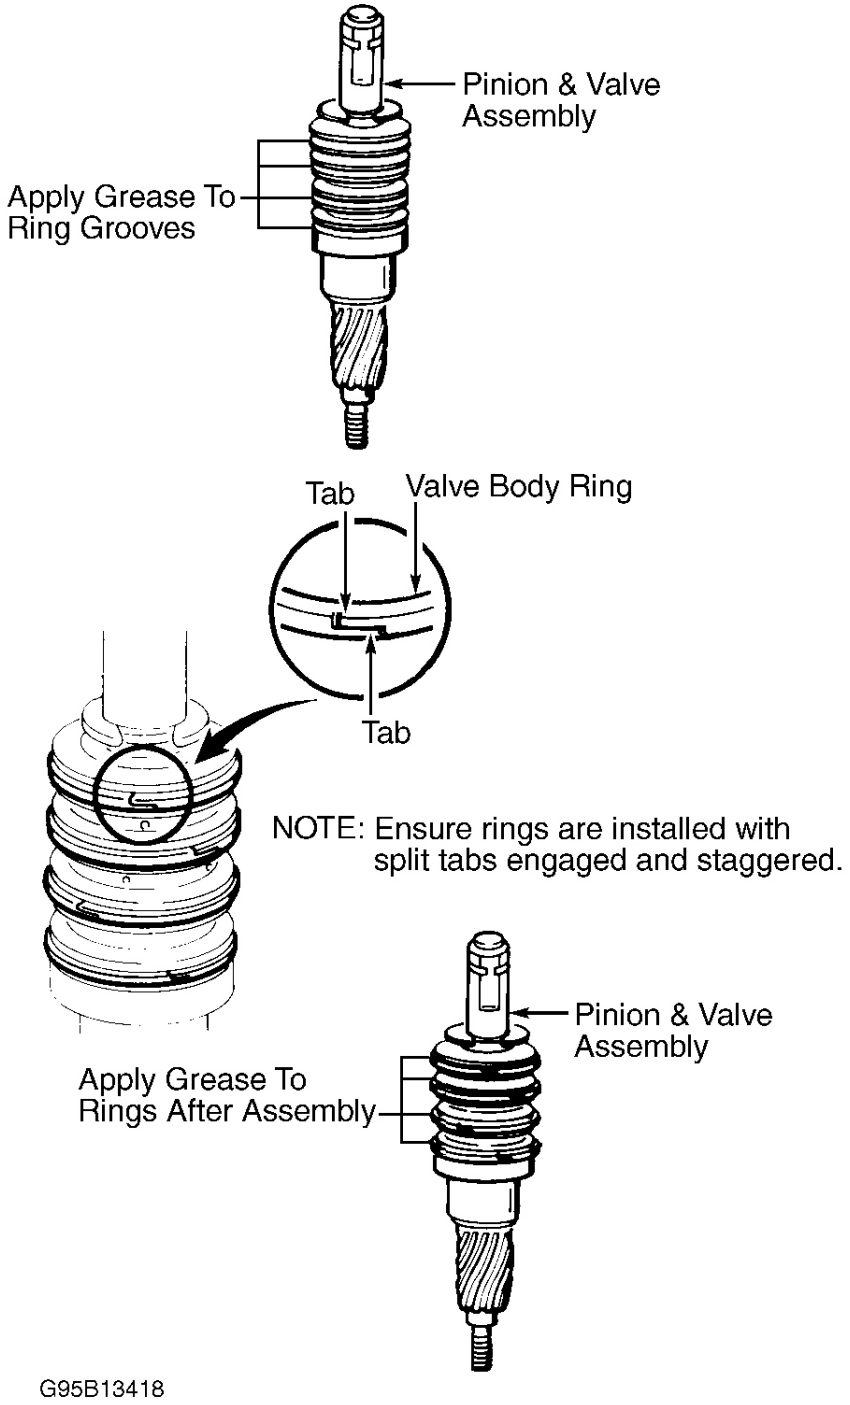

Fig. 11: Installing Valve Body Rings
1. Apply grease to ring grooves. See **Fig. 11** . Install new valve body rings on pinion and valve assembly, ensuring split tabs are engaged and staggered. Use care not to cut rings during installation. Apply grease to valve body rings.